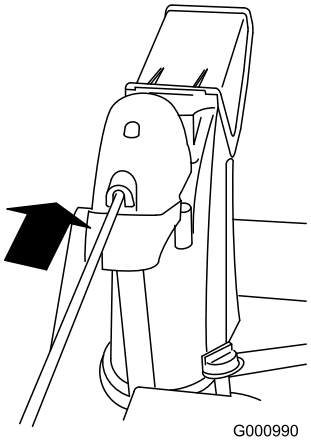

Bild 15
4. Setzen Sie das vordere Ende der Stange in die Öffnung hinten an der Getriebeabdeckung des Auswurfkanals, bis es in das Auswurfkanalgetriebe gleitet (Bild 15).